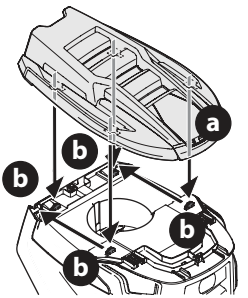

Fig. 7
1. Pour installer le couvercle (a), alignez les trous du couvercle avec les pattes (b) du capot (Fig. 7).